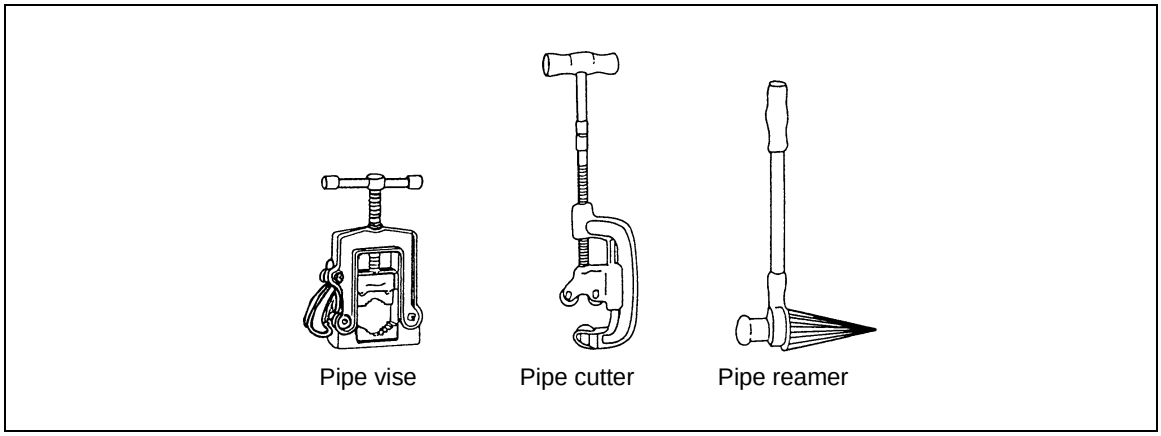
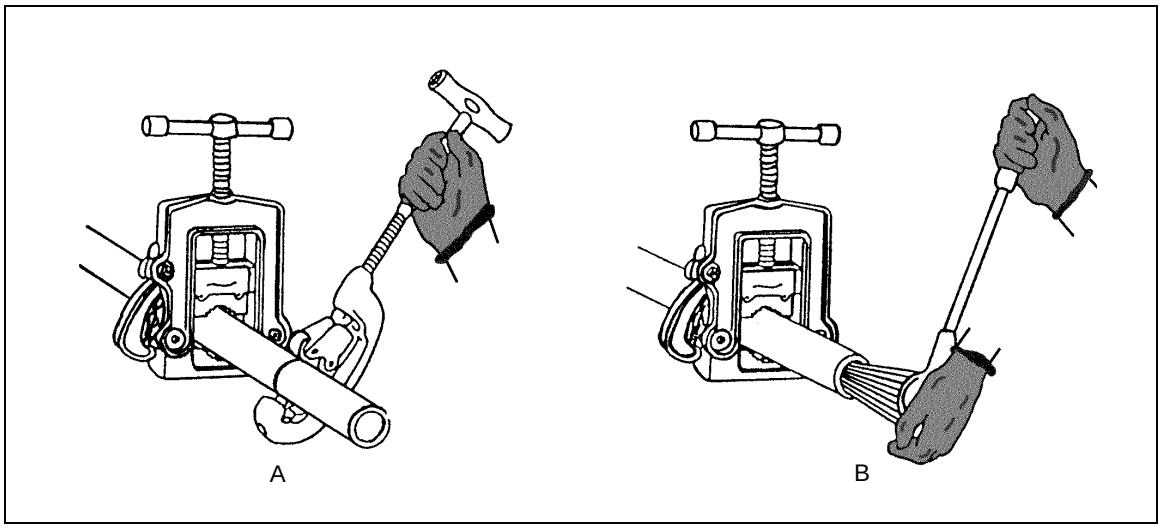

Figure 6-26. Steel-Pipe Tools
Figure 6-27. Cutting and Reaming Steel Pipe
6-57. Steel pipe is cut and reamed using a vise, pipe cutter, and reamer *(Figure 6-26)*. To avoid pipe waste, use *Figure 6-27, page 24,* and the following steps:
Step 4. Place the cutter around the pipe with the cutting wheel exactly on the mark. The rollers will ensure a straight cut (*Figure 6-27, A*). If using a three-wheel cutter, place the cutting wheel of the movable jaw on the mark; ensure that all three wheels are at right angles to the centerline of the pipe.
Step 8. Push the reamer into the pipe. Turn the reamer clockwise in short, even strokes, while keeping steady pressure against the pipe (see *Figure 6-27, B*) until the inside burrs are removed.